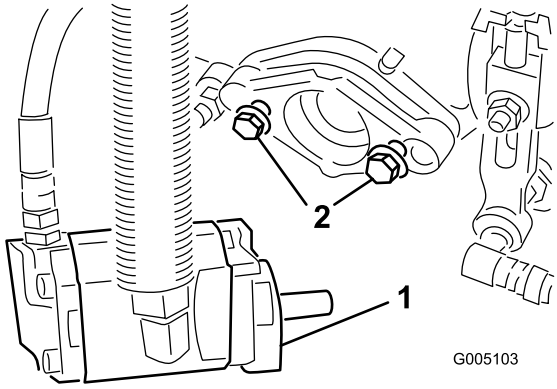

Figur 10
6. La ca. 13 mm av gjengene være eksponert på hver monteringsbolt for spoledrivmotoren (Figur 10).
9. Trekk til monteringsboltene (Figur 10).